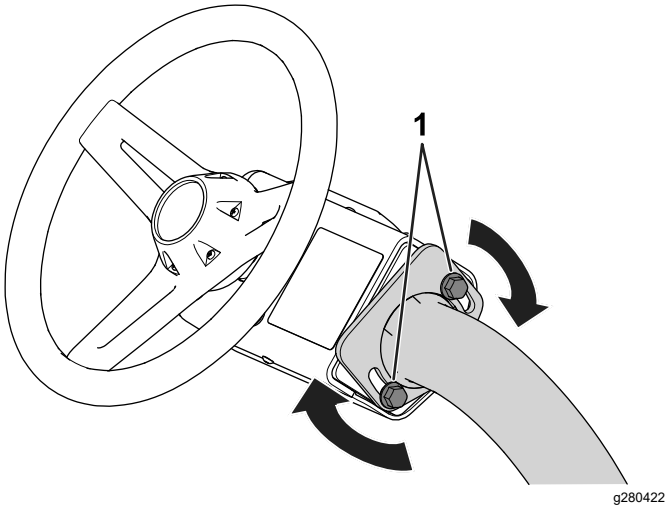

Figuur 28
1. Maak de bouten (Figuur 28) los waarmee het stuur is bevestigd aan de stuurarm.
3. Draai de bouten (Figuur 28) vast om het stuur te bevestigen in uw aangepaste positie.